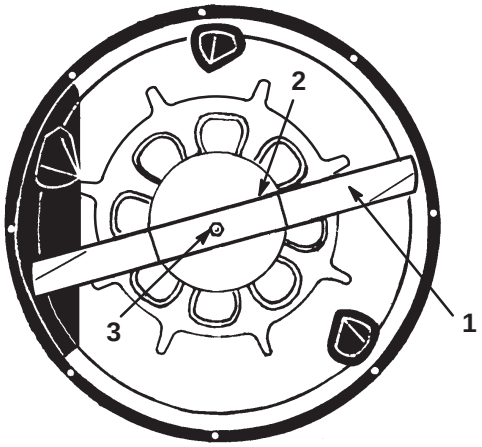

Bild 28
3. Halten Sie das Ende des Messers mit einem stark wattierten Handschuh oder wickeln Sie einen Lappen um es herum. Entfernen Sie die Messerschraube, die Wellenscheibe, die Messerverstärkung und das Schnittmesser (Bild 28). Sie können einen Holzklotz zwischen das Schnittmesser und das Mähwerk keilen, um das Schnittmesser beim Entfernen der Schraube zu blockieren.
1. Bauen Sie das Messer, die Messerverstärkung, die Wellenscheibe und die Messerschraube ein (Bild 28).